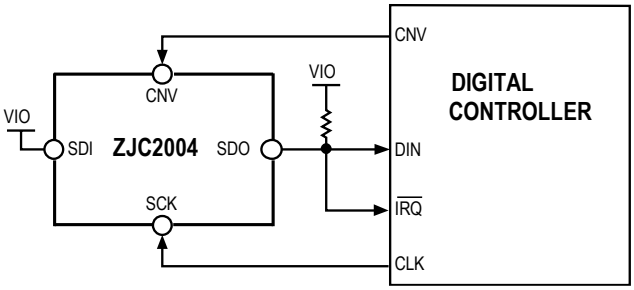
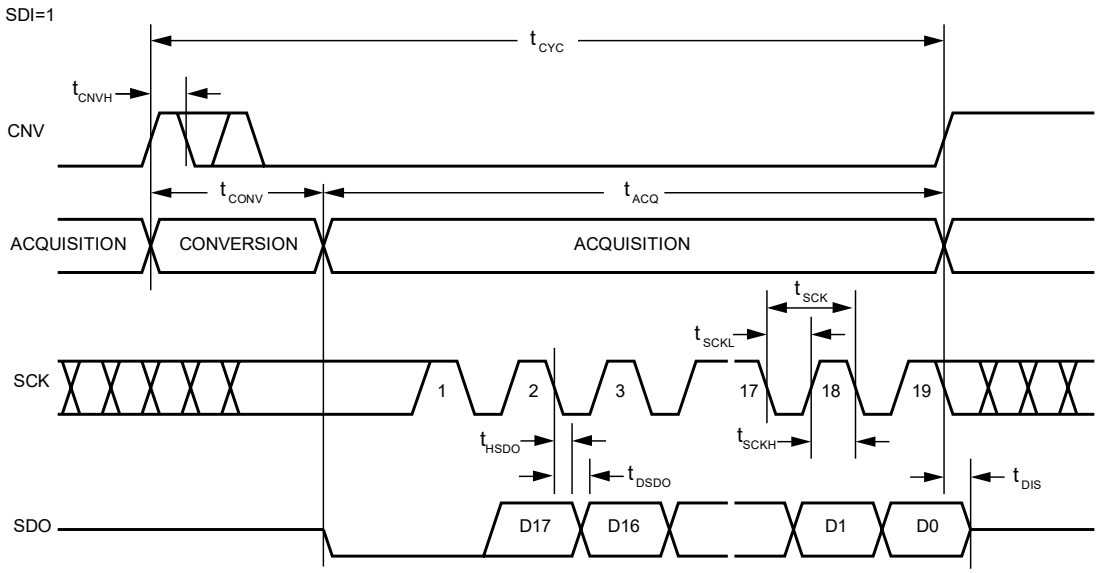
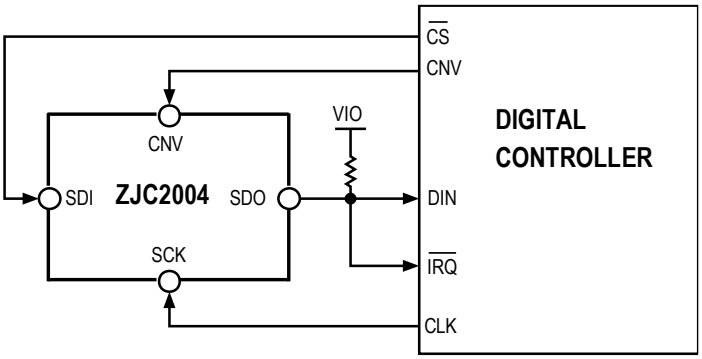
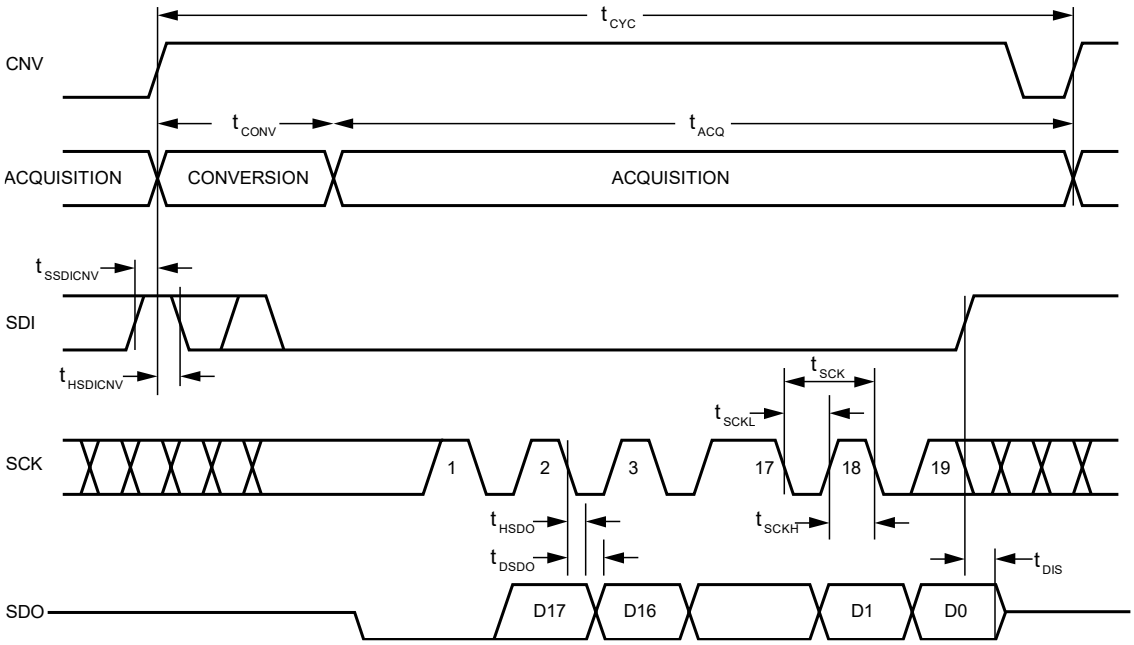

Figure 38. Chip select mode (three-wire type with busy indication) connection diagram
Figure 39. $\overline{CS}$ Mode (3-Wire with Busy Indication) Serial Interface Timing
Figure 42. $\overline{CS}$ Mode (4-Wire with Busy Indication) Connection Diagram
Figure 43. $\overline{CS}$ Mode (4-wire with Busy Indication) Serial Interface Timing
- In $\overline{CS}$ mode, CNV or SDI is low at the end of ADC conversion (see Figure 39 and Figure 43).
This mode can be used when a single ZJC2004 is connected to an SPI-compatible digital host with an interrupt input. The connections are shown in Figure 38 and the corresponding timing is shown in Figure 39.
The connection is shown in Figure 42 and the corresponding timing is shown in Figure 43.